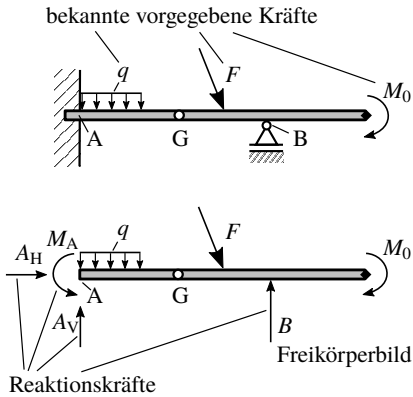

Bild 1.9: Zur Begriffsbestimmung „äußere Kräfte“
- bekannte vorgegebene (eingeprägte) Kräfte (Bild 1.9), hervorgerufen durch z. B. Gewichtskräfte, Wind- und Schneelasten, Zahnräder, Reibungswiderstände, Zerspanungswiderstände
- Reaktionskräfte (Zwangskräfte) (Bild 1.9) z. B. Auflagerreaktionen